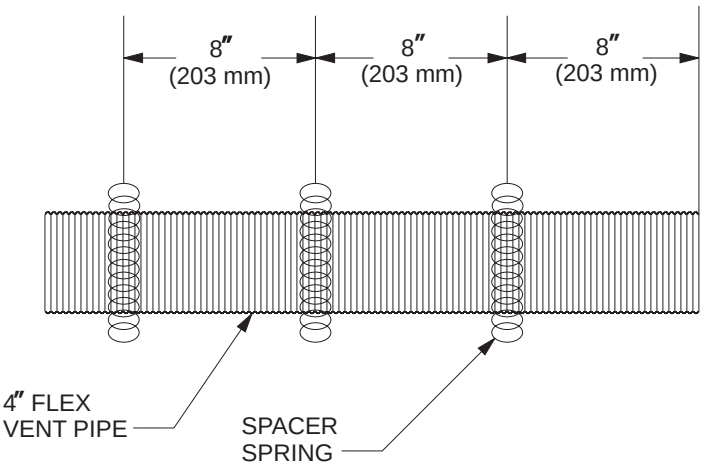

**Figure 58**
2. Verify the spacer springs are located around the flue vent at 8-inch intervals along its length. See Figures 58 and 59. If the spacer springs are not installed, stretch the spacer springs to about 15 inches long and wrap them around the flue, then interlock the ends of each spring at 2 inches. Maintain equal distance between spring spacers.